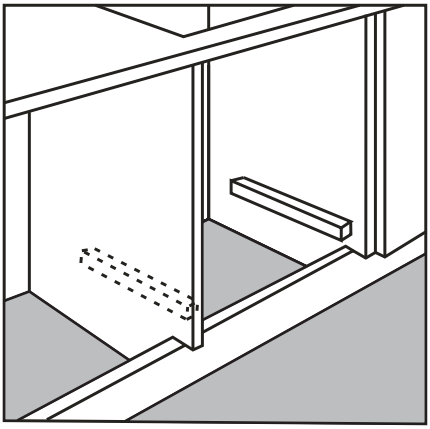

Рис. 1
- Предпочтительна установка духового шкафа на деревянные бруски (рис. 1).